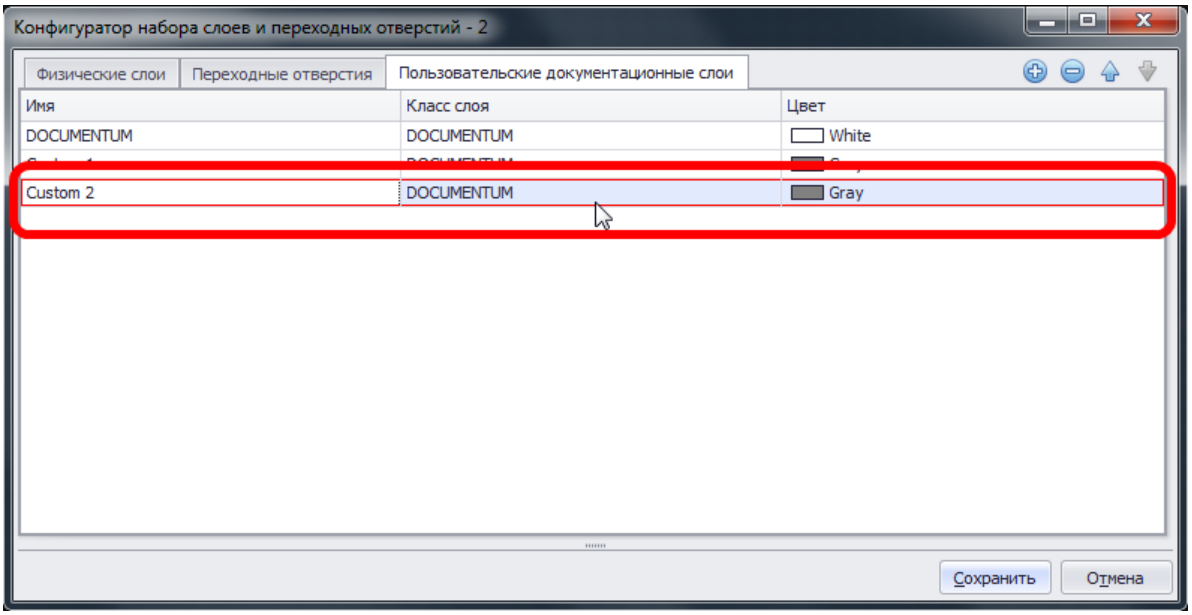

Рис. 679. Новый документационный слой
3. Новый документационный слой будет создан и добавлен в таблицу, см. Рис. 679.